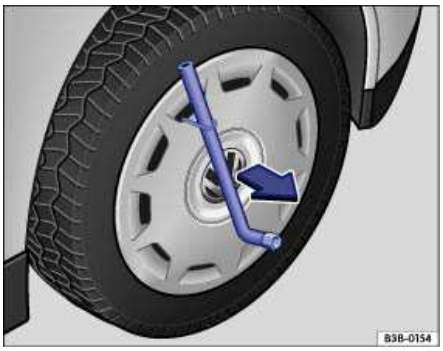

Fig. 183 Pulling the wheel cover off.
- Slide the lug wrench through the clip ⇒ fig. 183 and pull the wheel cover off in the direction of the arrow.